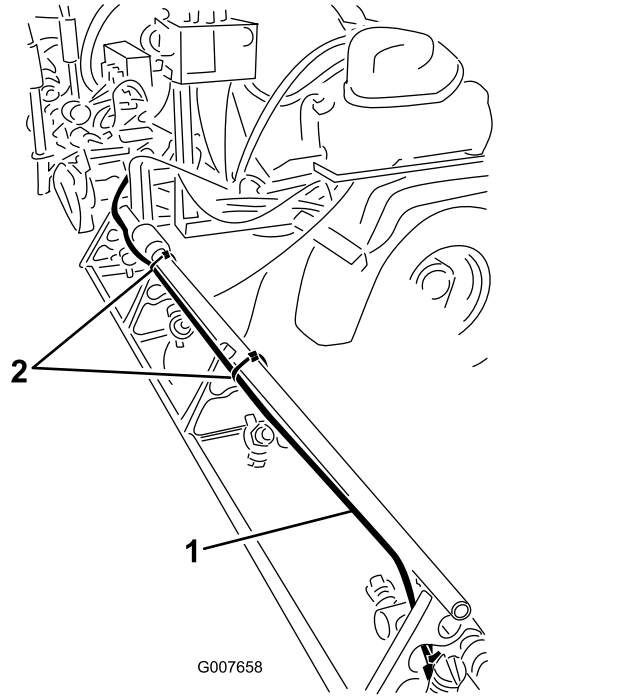

Figur 29
4. Før rørsamlingen langs bagsiden af den øvre støttestang på den ydre bomsektion som vist i Figur 29.
6. Fastgør røret til den ydre bomsektion med kabelbånd som vist i Figur 29.